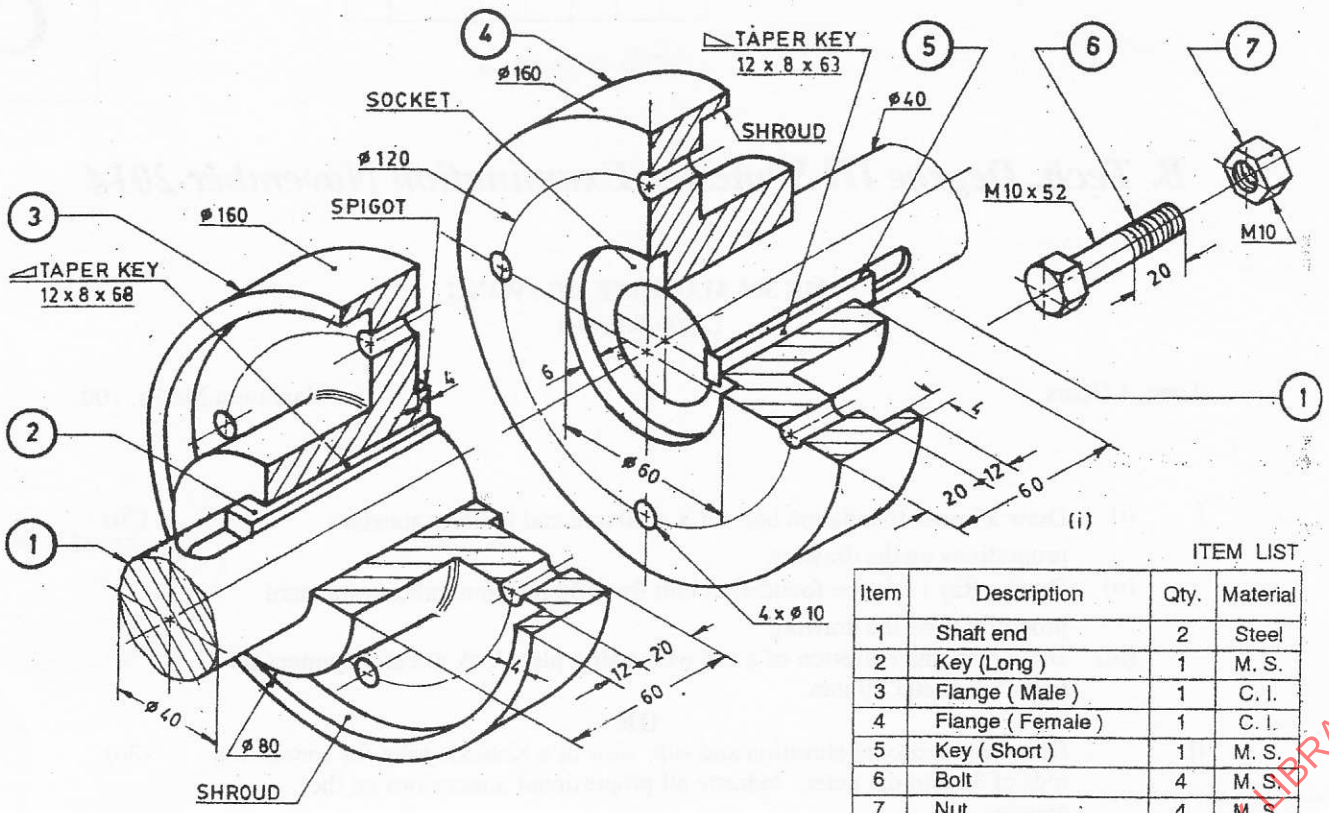

Fig 1
III. Fig 1 shows an isometric view of a protected type flanged coupling. Draw loop half sectional elevation and end views. (30)